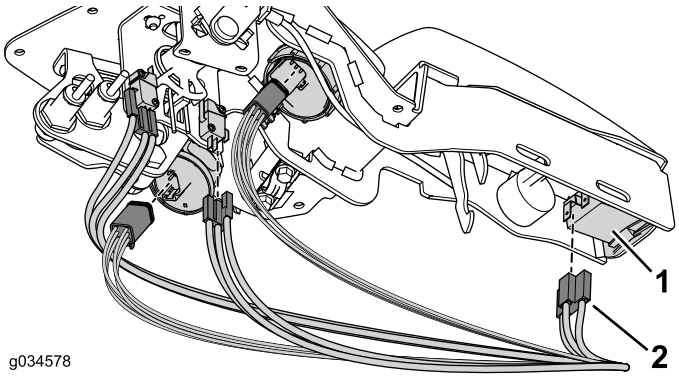

Рисунок 30
5. Подсоедините жгут проводов к соответствующим разъемам (Рисунок 30).